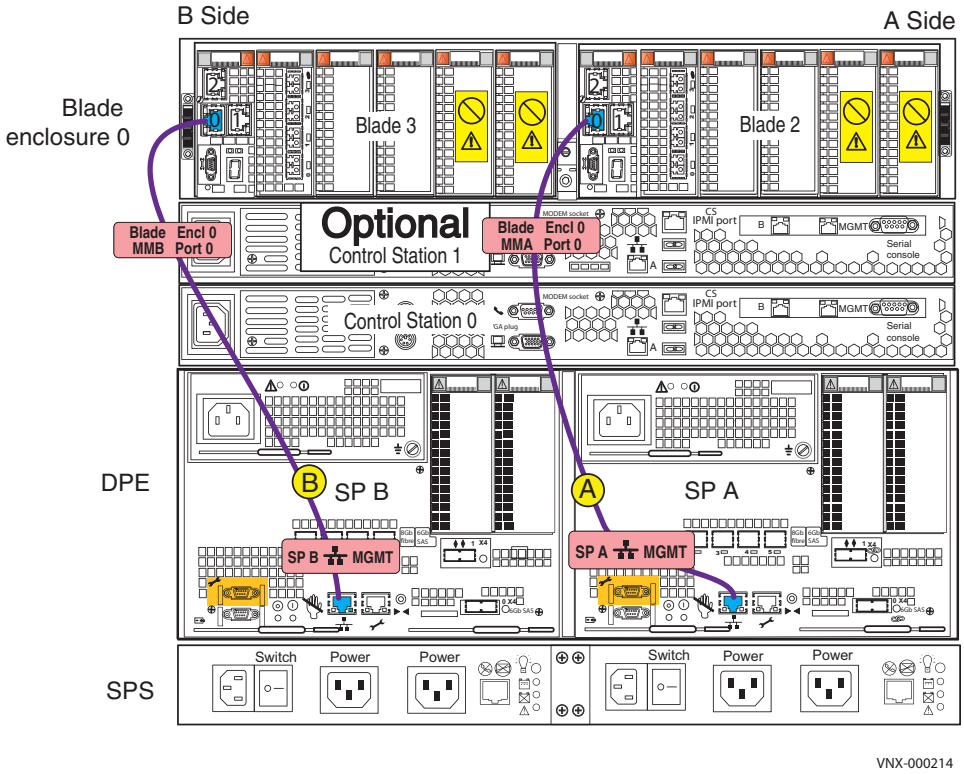

**Figure 24** Cabling SPs to one blade enclosure
2. Connect SP A MGMT to blade enclosure 0 port 0 as shown in Figure 24. A